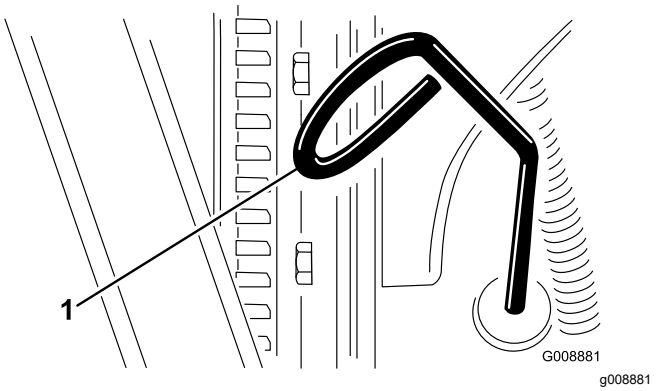

Figur 68
3. Ta ut oljestickan (Figur 68) och torka av den med en ren trasa.